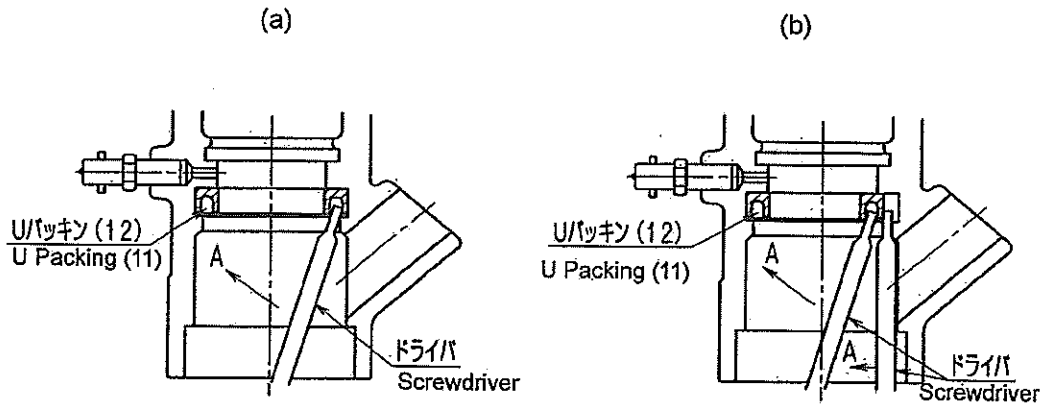

Fig. 4-2
b. Dismantle the L-shaped Packing (18) by removing the Lock Wire (21) and the Body Piston (19).
c. To dismantle the Foot Valve Body Assembly (22), set the Foot Valve Body (22C) to a vice, and remove the Suction Cylinder (13).
d. Removing the U Ring (19) (See Fig. 4-2.)